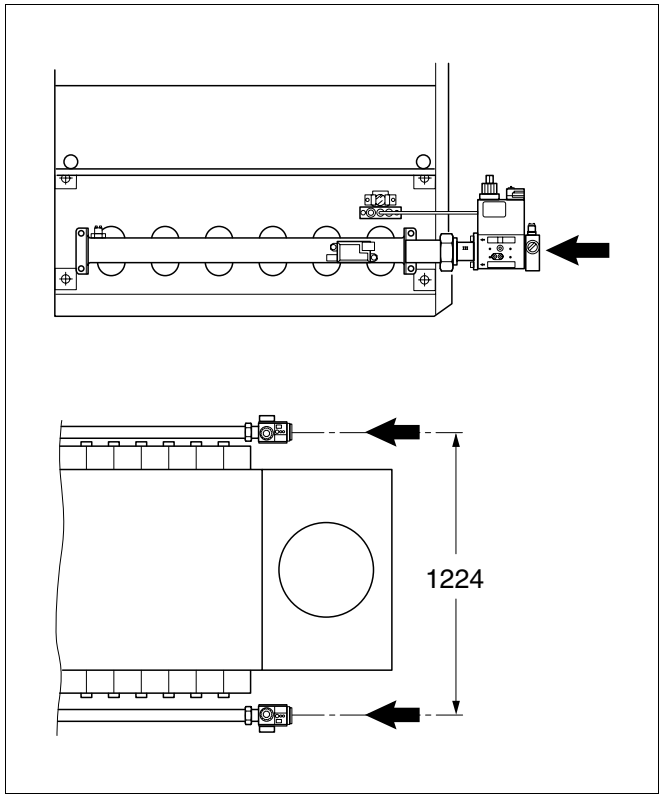

Рис. 42 Подключение к газопроводу
- Подсоединить газопроводы без напряжения к отопительному котлу (рис. 42).